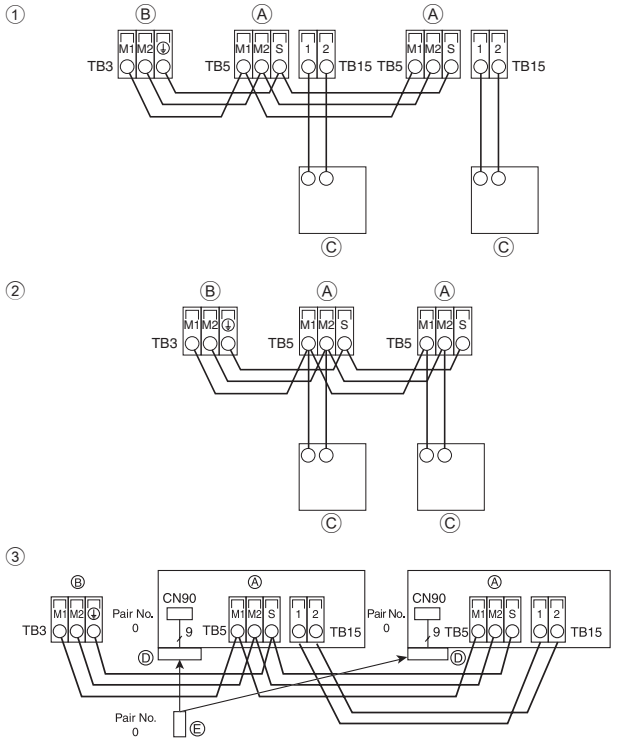

Fig. 6-3
6.4. Raccordement des câbles de la commande à distance et des câbles de transmission intérieurs et extérieurs (Fig. 6-3)
① Commande à distance MA
② Commande à distance M-NET
③ Télécommande sans fil (lors de l'installation d'un récepteur de signaux sans fil)